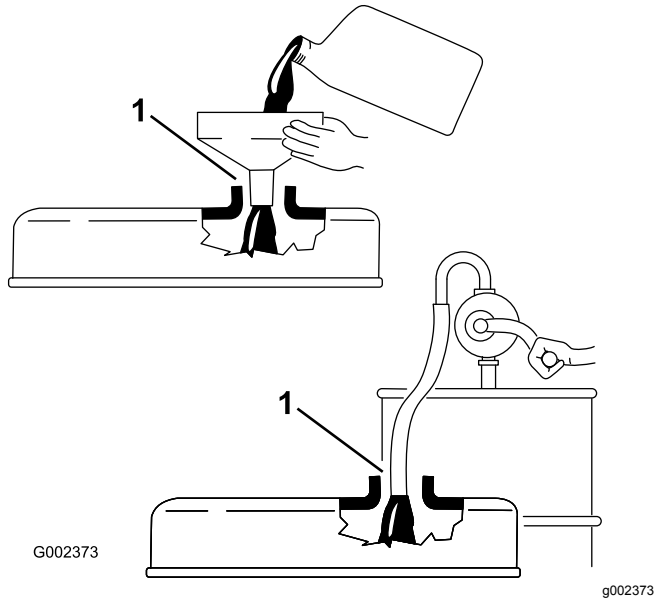

**Figuur 22**
***Belangrijk:*** **Verwijder de peilstok tijdens het bijvullen van de motor met olie. Als u motorolie bijvult, *moet u ervoor zorgen dat er enige afstand is* tussen de vulinrichting en de vulopening in het klepdeksel, zoals is aangegeven in Figuur 22. Hierdoor kan er tijdens het vullen lucht ontsnappen, zodat de olie niet overloopt en in de ontluchtingsinrichting terechtkomt.**